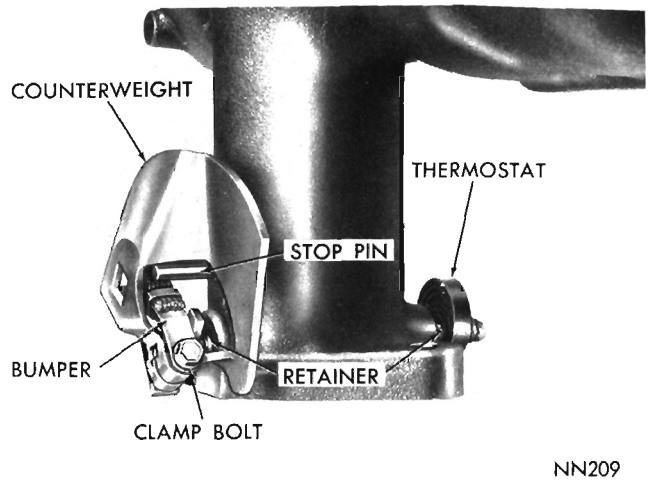

Fig. 23—Manifold Heat Control Valve (383, 440 Cu. In. Engines)
(1) Remove counterweight and bumper from outer end of valve shaft by loosening clamp bolt (Fig. 23).
(1) Be sure shaft retainer is in place on outer end of valve shaft.
(2) Install counterweight and bumper on outer end of valve shaft. The bumper should be located on right hand side of hub section of counterweight and on left hand side of stop pin (Fig. 23).